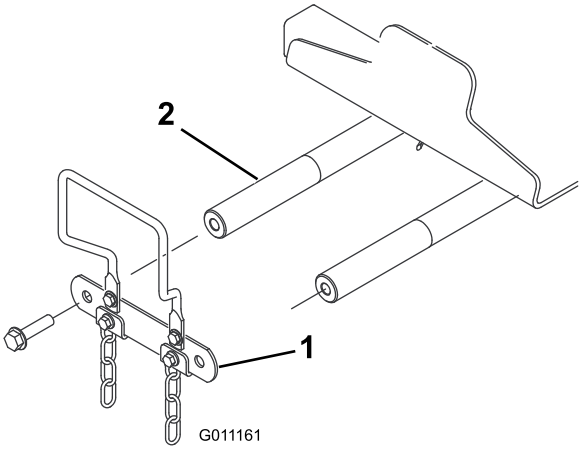

Figur 13
1. Ta bort de två bultar som fäster länken på lyftarmens vridbara axel till den vridbara axeln och ta sedan bort och spara länken och bultarna (Figur 13).